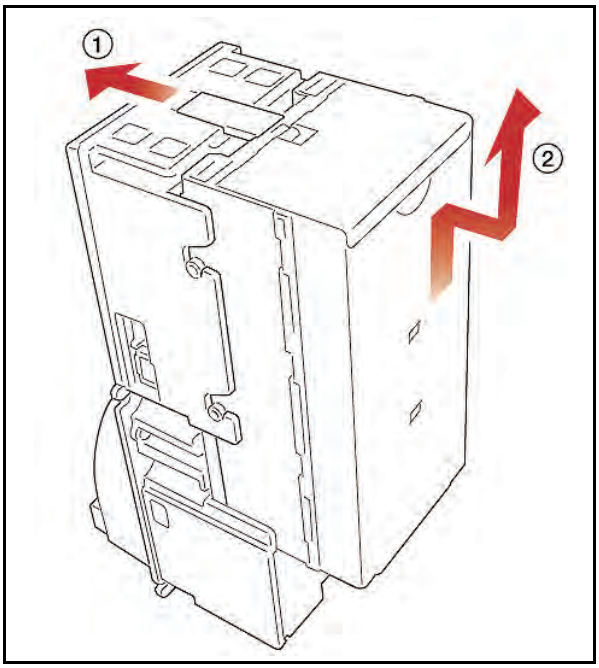

Figure 2-18 Cash Box Removal
NOTE: The SD Base Module is also required when installing the Lock Module onto a DBV-30X-SU type Unit. Follow the previous steps to install a Lock Module onto a DBV-30X-SU type Unit (See Figure 2-18 below).
1. Push the Cash Box Release Lever in the direction indicated by the Figure 2-18 ① arrow.
2. Lift the Cash Box out in the in the direction indicated by the Figure 2-18 ② arrow and remove it.